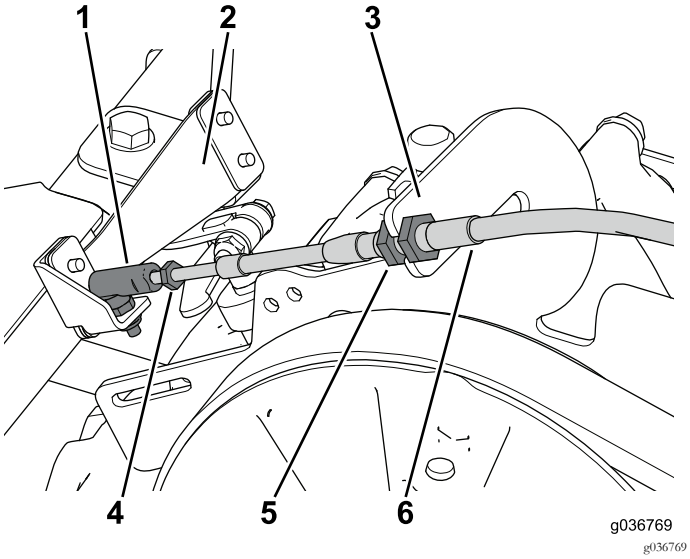

Figur 35
2. Trä på kulleden på växelvajern och fäst den på växlingsarmen (Figur 35).